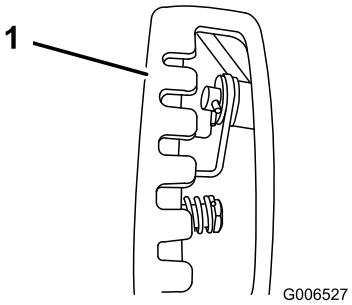

**Figur 14**
**Obs:** Monteringen går lättare om du tittar ned genom öppningen i växelväljaren (Figur 14).